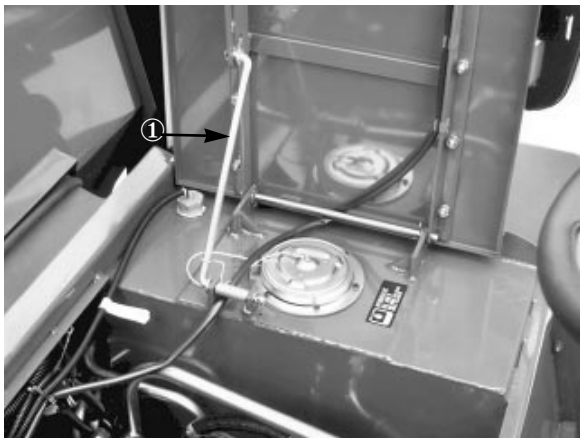

Fig. 16
2. Alzare il sedile e reggerlo in posizione verticale con l'asta di supporto del sedile (Fig. 16).